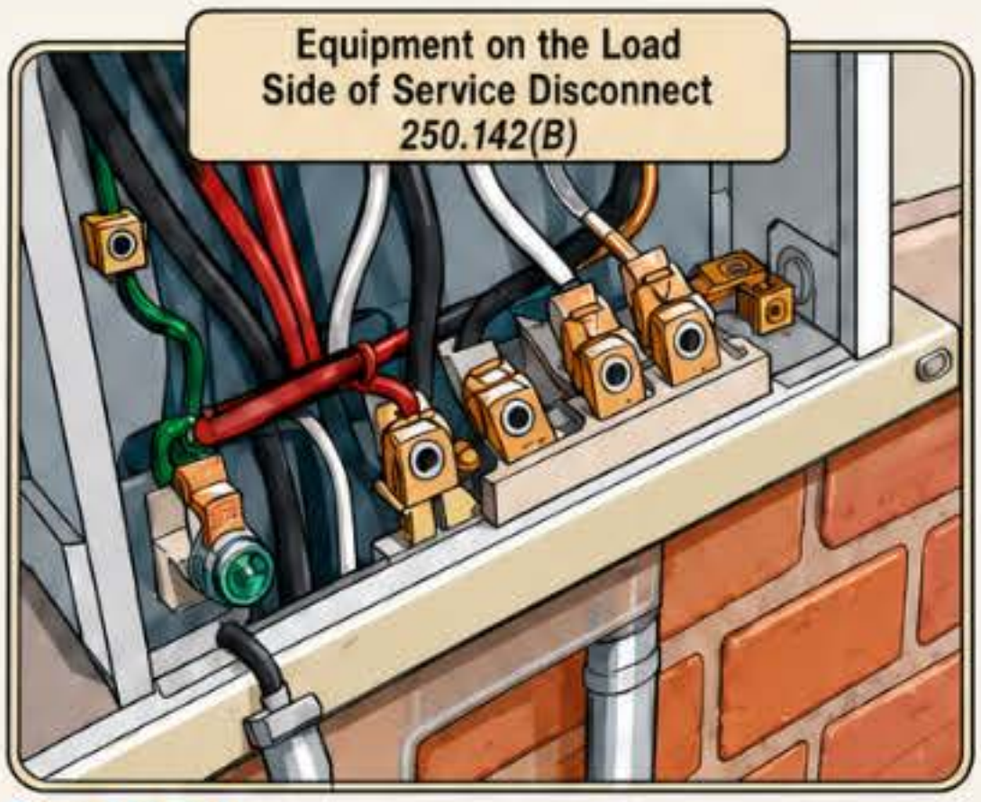

Figure 250–244
(B) Equipment on Load Side of Service Disconnect. Except as permitted in 250.142(A), the neutral conductor is not permitted to be connected to the equipment grounding conductor on the load side of the service disconnect [250.24] or separately derived system disconnect [250.30(A)]. Figure 250–244